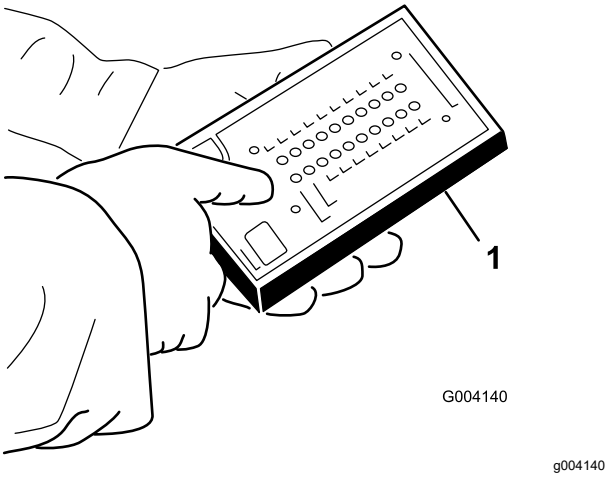

**Figur 42**
5. Anslut diagnosinstrumentets kontakt till ledningsnätets kontakt (Figur 42).